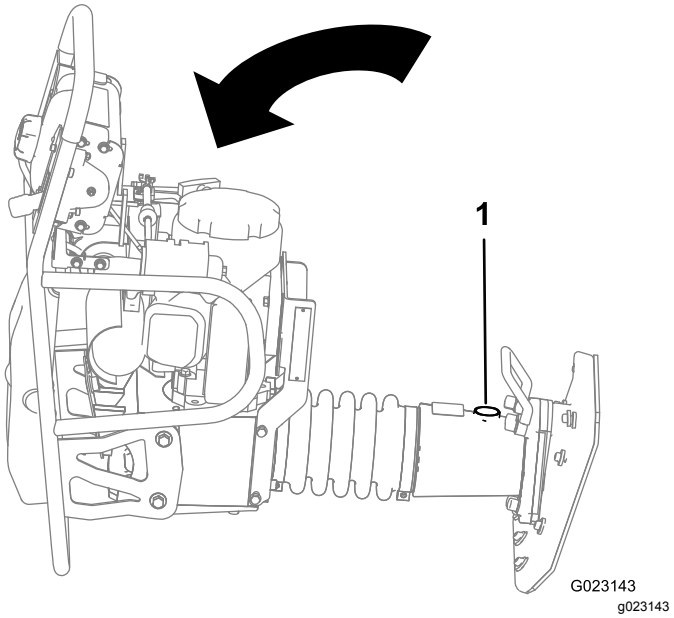

Figure 22
1. Inclinez la machine de sorte que le bouchon-indicateur de niveau d'huile soit orienté vers le haut (Figure 22).